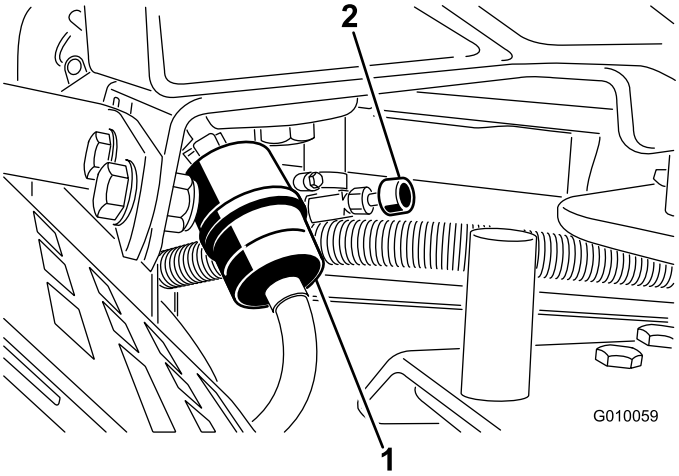

Figuur 52
2. Sluit de brandstofafsluitklep (Figuur 52).
3. Druk de uiteinden van de slangklemmen naar elkaar toe en schuif ze weg van het filter (Figuur 52).
5. Monteer een nieuw filter en schuif de slangklemmen terug tot dicht bij het filter (Figuur 52).
7. Open de brandstofafsluitklep (Figuur 52).
3. Maak de slangklem op het brandstoffilter los en schuif deze over de brandstofslang weg van het brandstoffilter (Figuur 52).
4. Trek de brandstofslang van het filter (Figuur 52). Open de brandstofafsluitklep en laat de benzine in een benzinevat of een opvangbak lopen.
5. Plaats de brandstofslang op het filter. Schuif de slangklem dicht op het filter om de brandstofslang vast te zetten (Figuur 52).